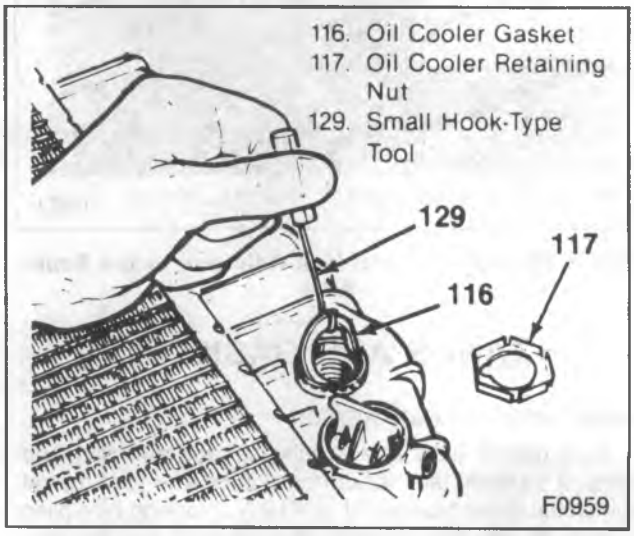

Figure 36—Removing the Oil Cooler Gasket
Remove or Disconnect (Figure 36)
3. Press the oil cooler into the hole and remove the gasket using a small hook (figure 36).
Install or Connect (Figure 36)